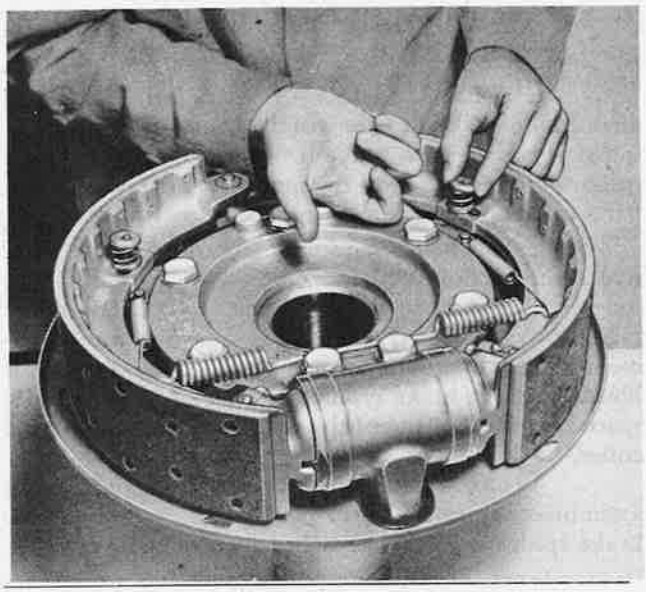

Figure 165—Removing Brake Shoe Hold-down Pin
(3) Remove left hold-down spring (figure 165). Strike the left brake shoe and remove the right hold-down spring.